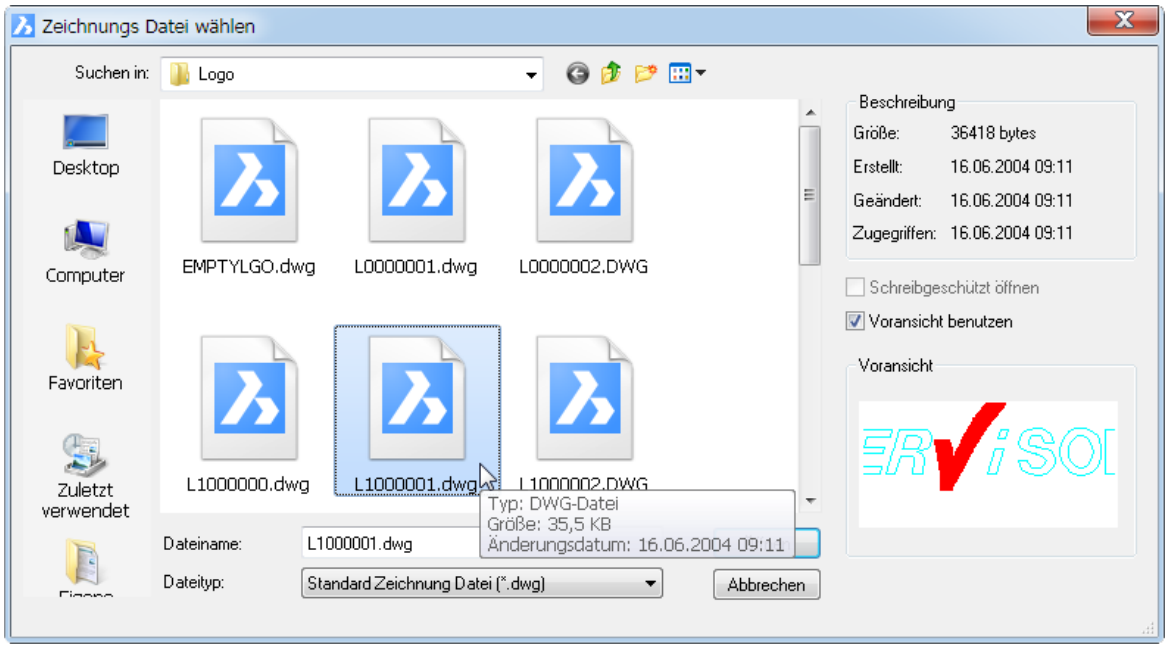

Bild 26.6 – Der Zeichnungsdialog beherrscht die Formate DWG, DWT und DXF
- Im Dateiwahldialog stellen Sie zunächst den gewünschten *Dateityp* ein. Mit der Vorschau wählen Sie dann leicht die korrekte Datei. Bestätigen Sie dann (Abb. 26.6).